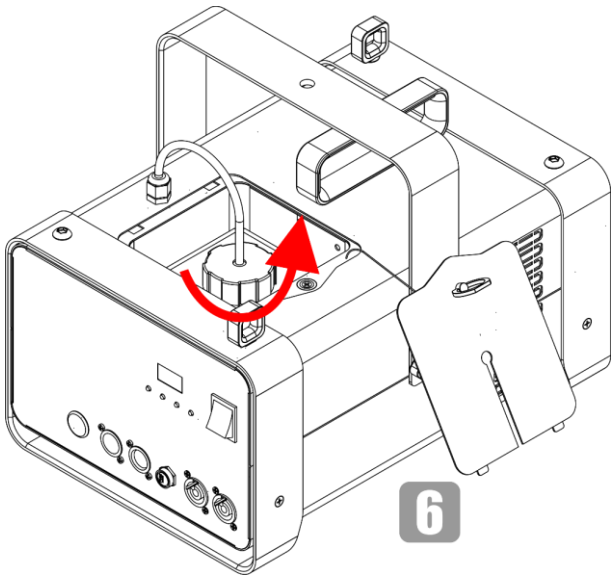

Fig. 13
06) Unscrew the lid on the fluid tank, as shown in Fig. 13.